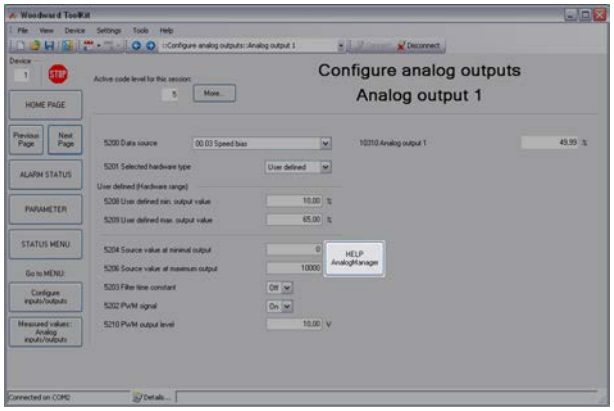

Fig. 220: Setup of external AOs
1. Configure the external analog outputs using the ToolKit screen shown in (Fig. 220).